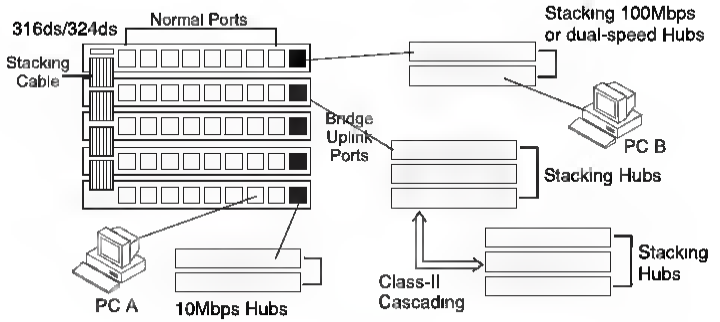

Figure 3-7 Connect to Ethernet Hubs
- If multiple ALH-316ds/324ds are stacked together, users can connect to hubs by the bridge uplink port in master/slave hubs. , as shown in Figure 3-7.